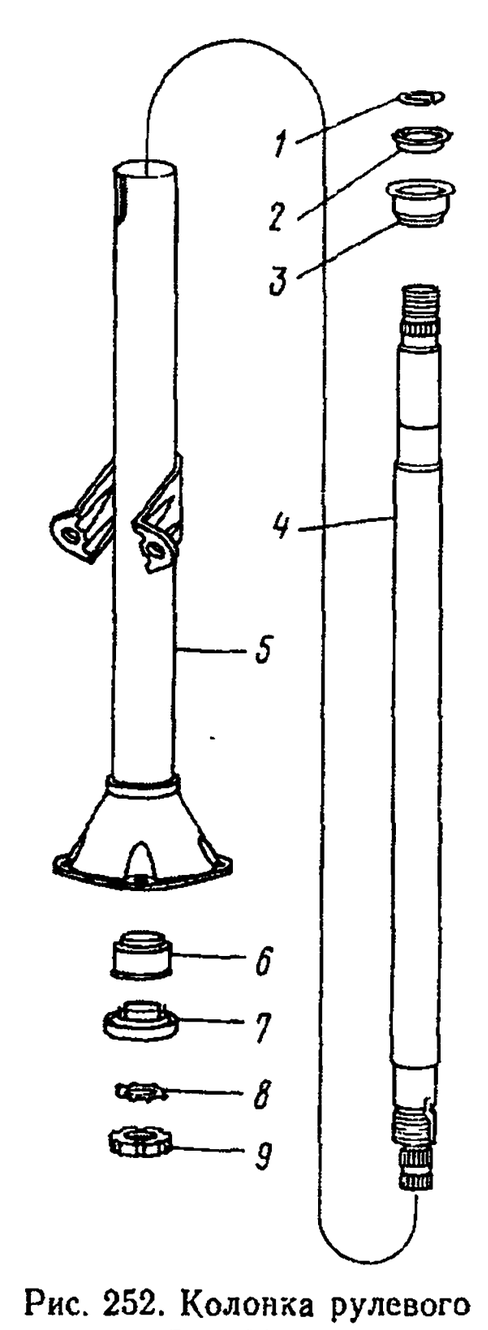

Рис. 252. Колонка рулевого управления:
1. Установите рулевую колонку в тисках, разогните ус шайбы *8* (рис. 252), отверните гайку *9*	Отвертка, ключ для круглой шлицевой гайки, тиски
6. Установите на вал *4* (см. рис. 252) подшипник *3*, разжимное *2* и упорное *1* кольца	Медная надставка, молоток, отвертка, посуда для смазки